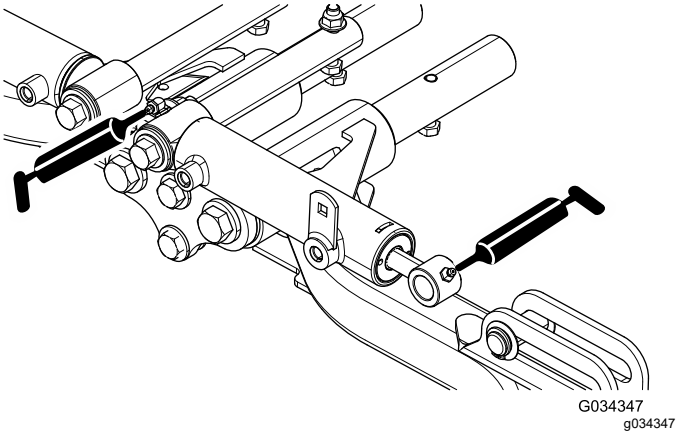

Figur 49
- Fremre løftearmstapper og løftesylindre (3 hver). Se Figur 49.